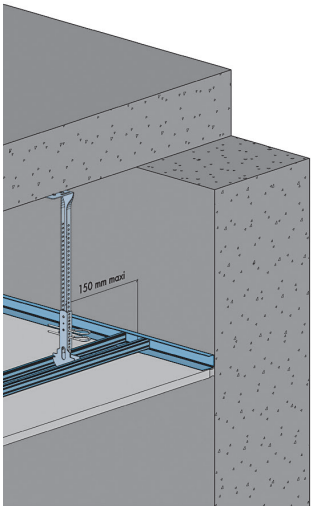

Fig. 3 : Coupe longitudinale
- La 1ère suspente sera disposée à 100 - 150 mm du support (fig. 3).